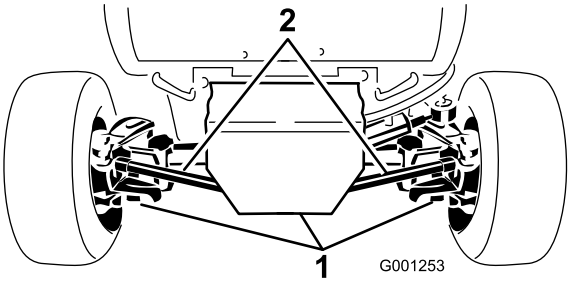

**Figuur 54**
2. Reinig de omgeving van de drie aftappluggen, (1) aan elke kant en (1) in het midden (Figuur 54).